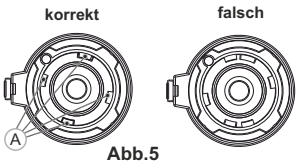

Abb.5
Vergewissern Sie sich, dass sich die Vorsprünge (A) über den unteren Vorsprüngen befinden **(Abb.5)**.